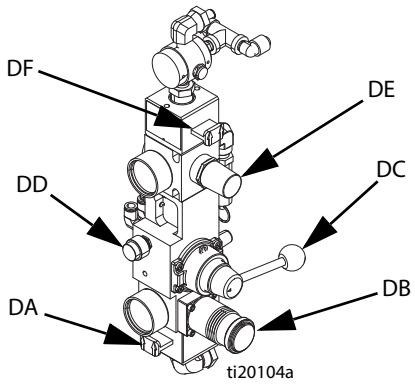

**Rys. 32: Sterowanie pompą zasilającą**
c. Przesunąć główny powietrzny zawór suwakowy (DA) i zawór suwakowy silnika pneumatycznego (DF) do położenia WYŁ. Patrz Rys. 32.
m. Gdy płyta dociska płyn, przesunąć zawór suwakowy silnika pneumatycznego (DF) do położenia WŁ. Patrz RYS. 32. Pompa zasilająca zacznie pracować. Kontynuować pompowanie do momentu, gdy beczka zostanie opróżniona lub wymagana ilość cieczy będzie dostarczona do zbiornika. Przesunąć suwakowy zawór silnika pneumatycznego (DF) do położenia WYŁ., aby wyłączyć pompę zasilającą.
n. Aby podnieść płytę dociskową z beczki, nacisnąć zawór wydmuchu (DD), a następnie podnieść zawór kierunku. Pompa zasilająca spowoduje wepchnięcie sprężonego powietrza do beczki w celu odłączenia jej od płyty dociskowej. Nie wolno dopuścić do podniesienia beczki z ramy. Jeśli to nastąpi, należy opuścić płytę dociskową i spróbować ponownie.